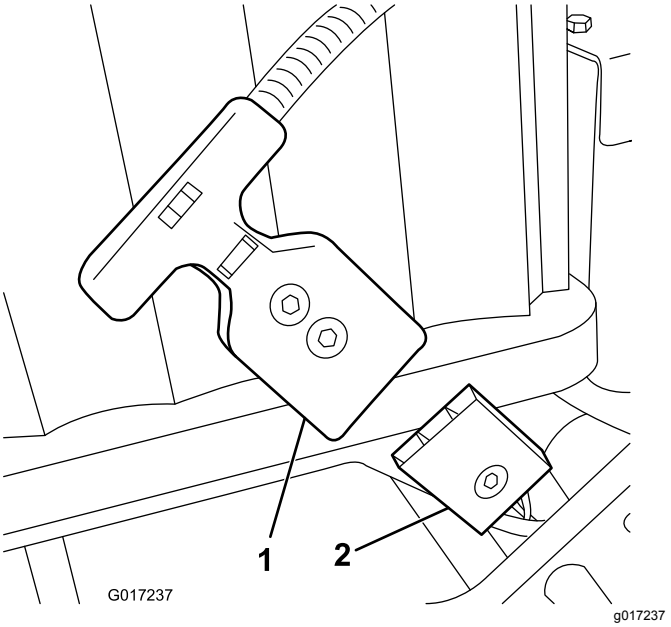

Figuur 16
Opmerking: Als het niet lukt om het contact van het accupack aan te sluiten op de stekker van de draadboom van de machine terwijl het accupack gemonteerd is, probeer dan de draadboom aan te sluiten op het accupack en vervolgens het accupack te monteren. Maak de hoofdstroomaansluiting (Figuur 16) los van de accubasis. Maak de aansluiting vast aan de accu zoals beschreven. Monteer de accu op de basis, leid de draadboom door het juiste gat, en bevestig vervolgens de hoofdstroomaansluiting aan de accubasis met het bevestigingsmateriaal dat u eerder verwijderd hebt.
16. Verbind de aansluiting met T-greep van de hoofdkabelboom met de hoofdstroomaansluiting van de accubasis (Figuur 16).